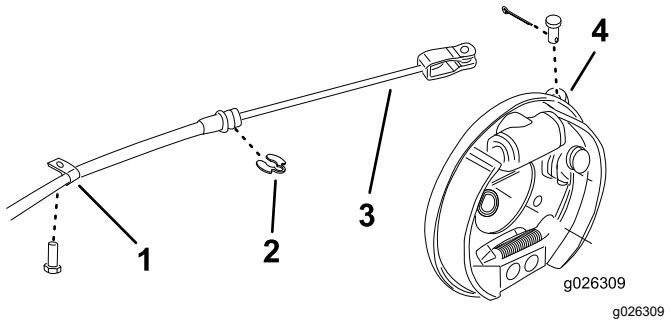

Figur 2
2. Lossa de saxpinnar och sprintbultar som fäster parkeringsbromskablarna vid bakhjulsbromsspakarna (Figur 2).
3. Lossa de R- och C-klämmor som fäster bromskablarna vid ramen (Figur 2).